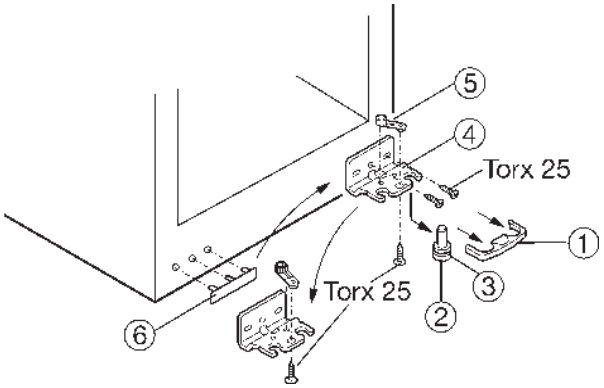

Рис. 4
▶ Снимите нижнюю крышку, сдвигая ее вперед (рис. 4, (1))
▶ Выньте шарнирный болт (рис. 4, (2)), переместив его вниз и вперед. При этом обратите внимание на втулку шарнира (рис. 4, (3)).
▶ Отверните винты крепления элемента петли (рис. 4, (4)).
▶ Отверните опорный элемент (рис.4, (5)), переставьте его в противоположное место крепления и надежно закрепите снова.
▶ Аккуратно снимите крышку, находящуюся со стороны ручки двери (рис.4, (6)), и переставьте ее на противоположную сторону.
▶ Прикрепите элемент петли (рис. 4, (4)) на новом месте через внешнее овальное отверстие и круглое отверстие с помощью обычной отвертки.
▶ Вставьте снизу шарнирный болт (рис. 4 (2)) с втулкой шарнира (рис. 4 (3)) в элемент петли и опору двери.
▶ При необходимости выровняйте положение двери с помощью двух овальных отверстий в элементе петли (рис. 4 (4)), затем затяните винты.
▶ Установите крышку (рис. 4 (1)) на место.